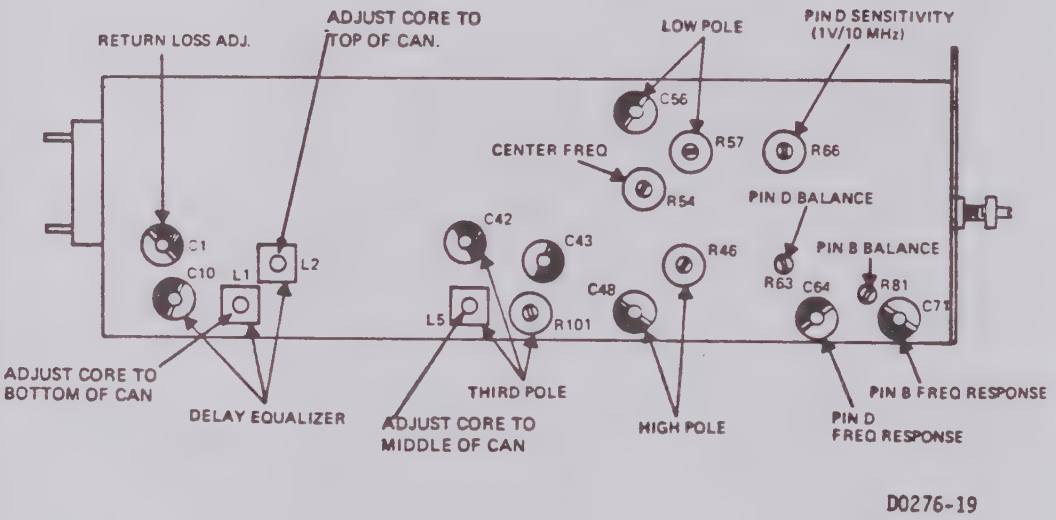

Figure 3. Initial Settings of Variable Components
a. With the equipment set up as on the last step, an RF level of -5 dBm at 70 MHz, set the BB level potentiometer of the demodulator to midrange and adjust all three poles (C56, R57, R54, R46, C48, C43, C42, R101, and L5) to the positions shown in figure 3. Slightly adjust these controls to achieve a waveform such as that shown in figure 4. The low pole must peak between 50 and 53 MHz and the high pole between 96 and 100 MHz.